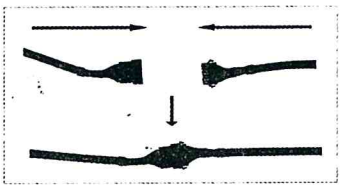
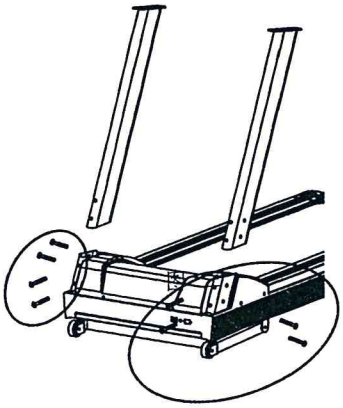

Figure 1
figure 2
1. Connect the cable of the in the Right Upright with the base (see figure 1), fix the Right Upright on the base by inner hexagon key S6.(See figure 2)